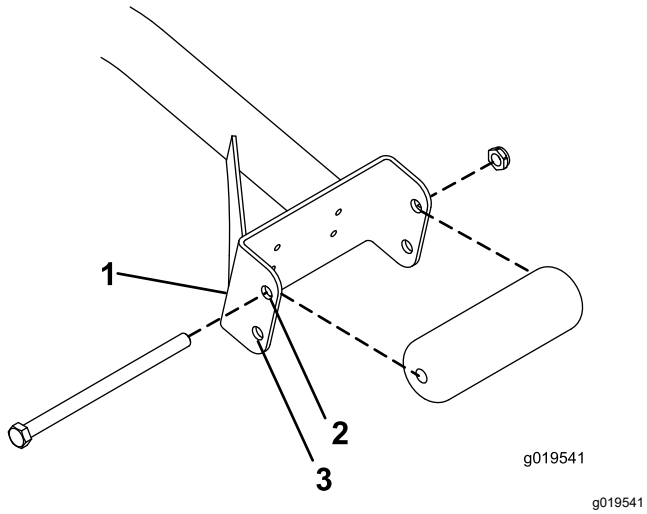

Figur 3
- Hvis du bruker en 69 cm klippeenhet, installerer du valsene i de øvre monteringshullene i støtteenhetskanalene (Figur 3).
- Hvis du bruker en 81 cm klippeenhet, installerer du valsene i de nedre monteringshullene av støtteenhetskanalene.(Figur 3).